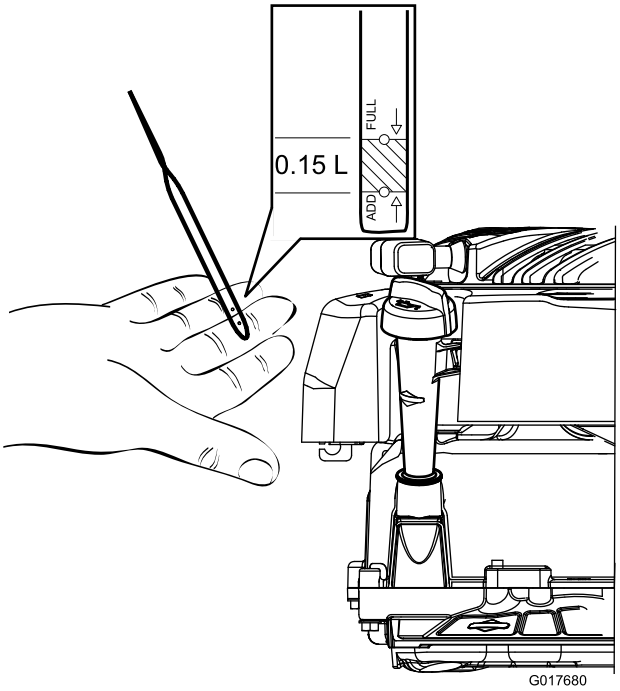

**Figure 10**
2. Remove the dipstick and check the oil level (Figure 10). If the oil level is below the Add mark on the dipstick, slowly pour oil into the oil fill tube to raise the oil level to the Full mark on the dipstick. Wait 3 minutes after adding oil to check the oil level with the dipstick (Max. fill: 20 oz. (0.59 l), type: SAE 30 detergent oil with an API service classification of SF, SG, SH, SJ, SL, or higher).